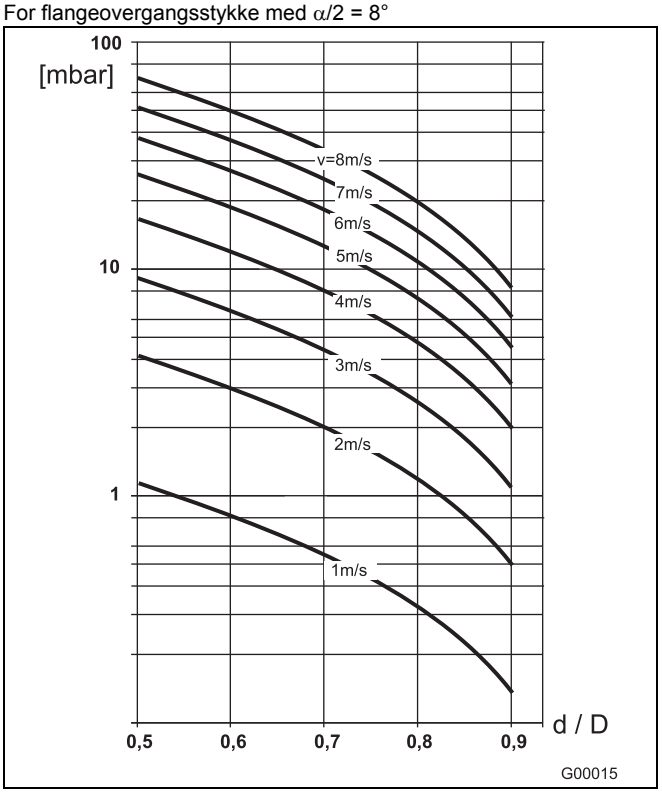

Fig. 20
2. Flowhastigheden fremgår af flownomogrammet (Fig. 20).
3. Aflæs trykfaldet på Y-aksen i Fig. 20.